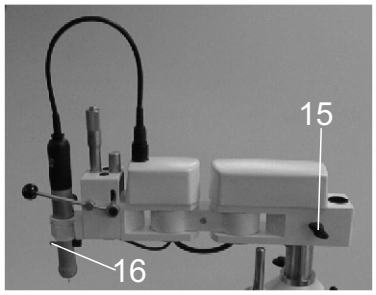

Abb. 1
Para desmontar la cabeza de luz incluida en el volumen de suministro es necesario soltar el tornillo moleteado (16) (fig. 1). Extraiga la cabeza de luz cuidadosamente hacia abajo y proceda de manera inversa para volver a montarla.